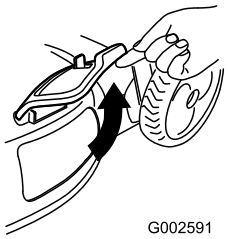

Figure 30
2. Lift open the side discharge door (Figure 30).